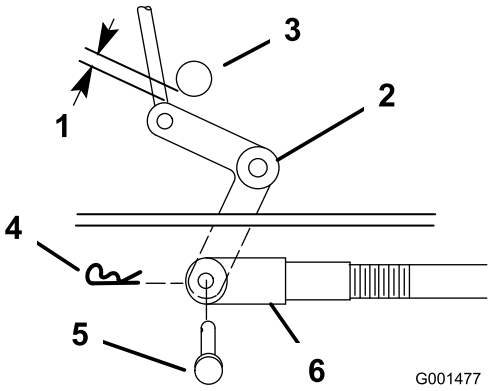
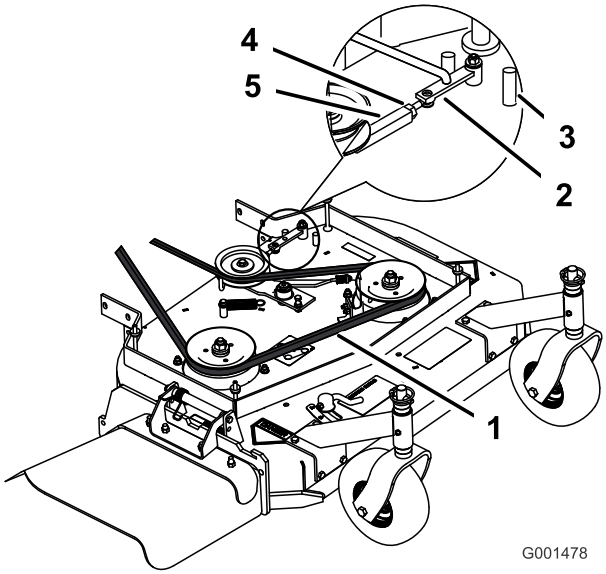
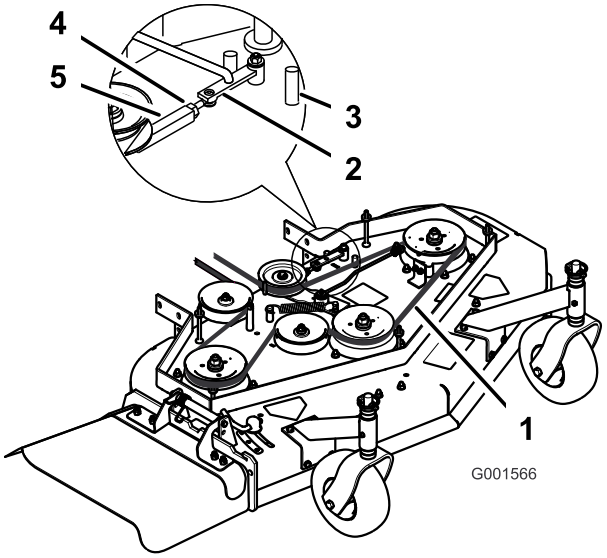

Figura 42
Figura 43
Figura 44
9. Compruebe la distancia entre la palanca acodada y el eje de salida de la transmisión (Figura 42).
11. Gire la horquilla en el sentido de las agujas del reloj para aumentar la distancia; gírela en el sentido contrario para reducirla (Figura 42).
Nota: Si el brazo no entra en contacto con el tope delantero de la carcasa del cortacésped (Figura 43 o Figura 44), ajuste la horquilla para acercar la palanca acodada al eje de salida de la transmisión (Figura 42).